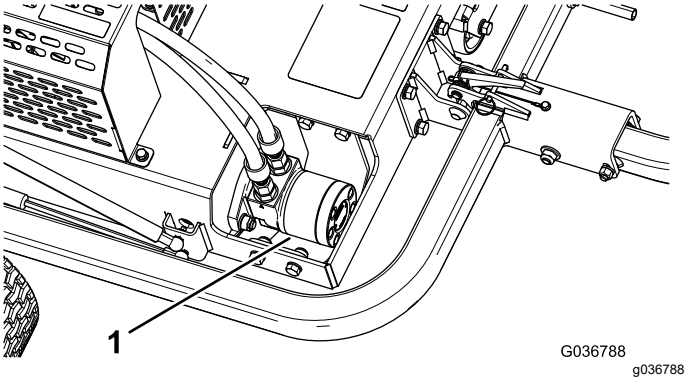

**Figur 41**
3. Avlägsna smuts och skräp från området runt hydraulmotorn (Figur 41).